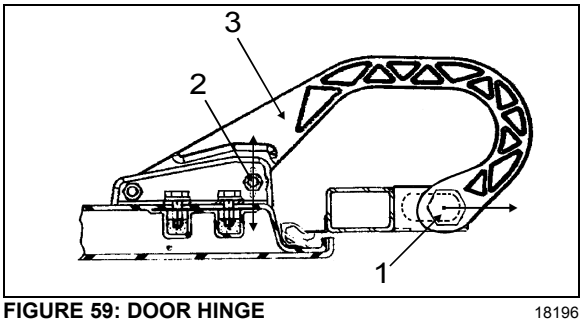

FIGURE 59: DOOR HINGE 18196
2. Loosen nut (1, Fig. 59).
3. Move part (3, Fig. 59) as shown in figure for "LEFT or RIGHT" adjustment.
4. Tighten nut (1, Fig. 59).
5. Loosen nut (2, Fig. 59).
8. Loosen screws (4, Fig. 59).